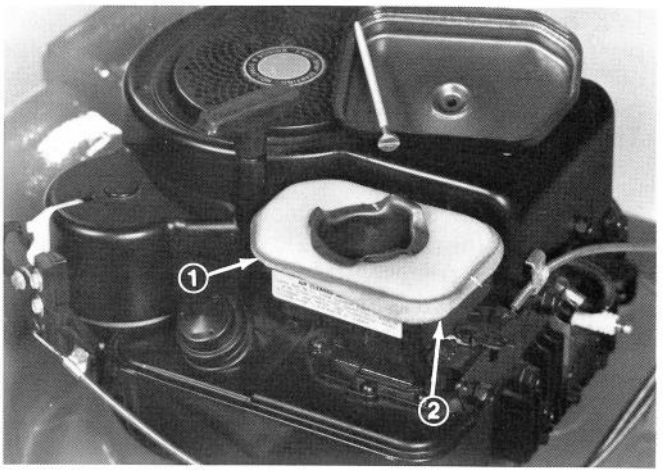

Figure 30
3. Look at top of air cleaner element (Fig. 30). If it is dirty, the element must be removed from air cleaner body (Fig. 30) and cleaned.
D. Place element and spacer into the air cleaner body (Fig. 30). Assure narrow edge of spacer is parallel with side of air cleaner body.